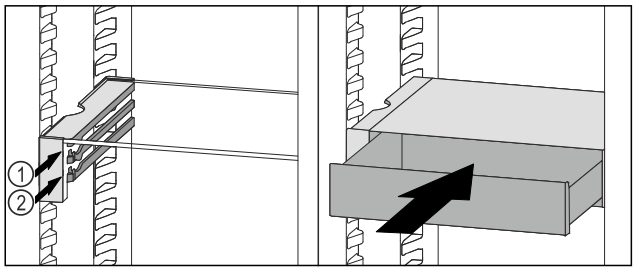

Fig. 163
- ▶ Predal VarioSafe namestite za zaustavljalnimi elementi na želeni nastavek *Fig. 163 (1)* ali *Fig. 163 (2)*.